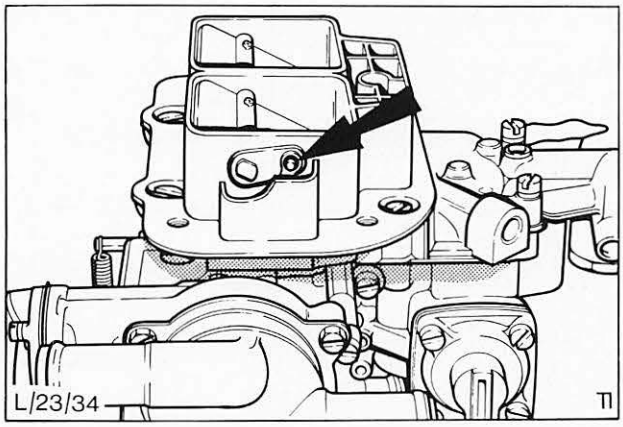

Abb. 59 Sicherung – Verbindungslasche bzw. Stange an Hebel der Starterklappenwelle
2. Sicherung vorsichtig mit einem Schraubenzieher abdrücken und Starterklappen-Verbindungsstange bzw. Lasche vom Hebel der Starterklappenwelle aushängen, Abb. 59.